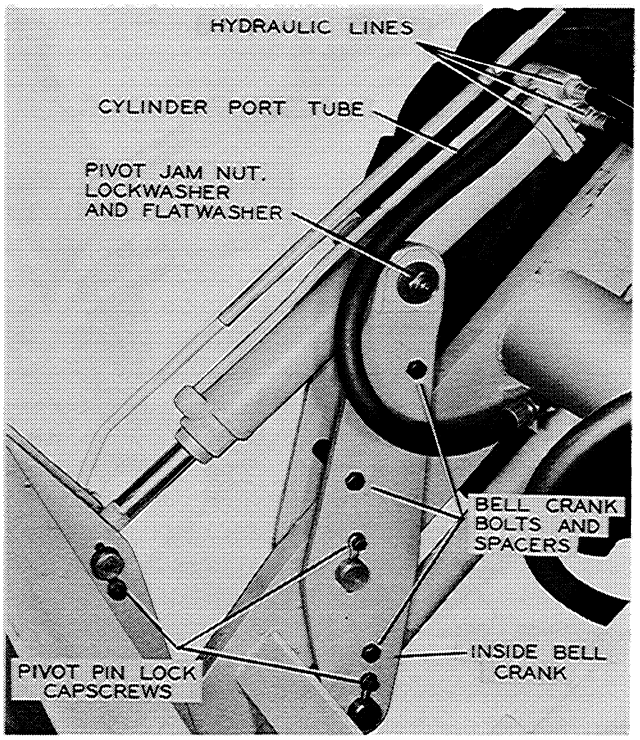

Figure A-27
2. Disconnect the hydraulic lines from the tilt cylinder head, Figure A-27. Cap the hydraulic lines and the tilt cylinder head ports immediately to prevent dirt or foreign material from entering the hydraulic system of the Loader.
4. Remove the three bell crank bolts and spacers, as indicated in Figure A-27.
5. Take off the tilt cylinder pivot jam nuts, shakeproof lockwashers and flat washers from both sides of the bell crank, Figure A-27 and A-28. Note: There is only one flat washer on the right hand tilt cylinder pivot. The sight level gauge bracket acts as a spacer and washer on the right hand tilt cylinder pivot. Refer to Figures A-27 and A-28.
8. Remove the inside bell crank and slip the tilt cylinder out of the outside bell crank bushings. Refer to Figures A-27 and A-28.